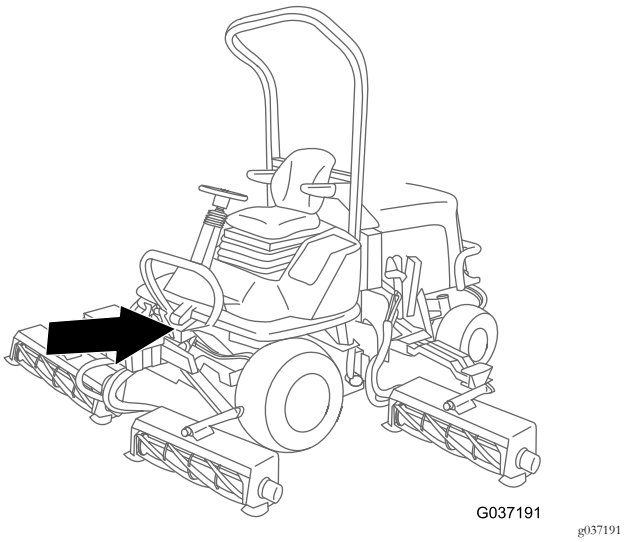

Figuur 21
3. Leid de kabelboomaftakking met het ringcontact naar de claxon vooraan de machine, onder het stoelplatform (Figuur 21).